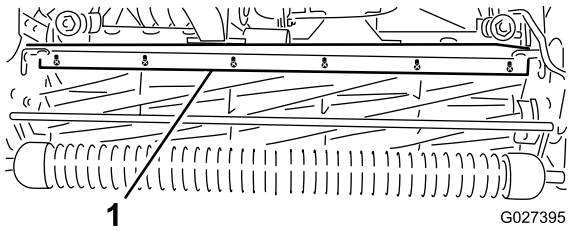

Figur 53
1. Løsne skruene som fester den øverste stangen (Figur 53) til klippeenheten.